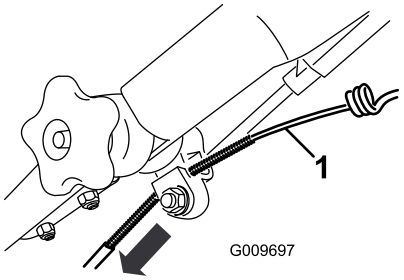

Figuur 43
3. Trek de kabelmantel naar beneden tot de speling in de blootgelegde kabel weg is (Figuur 43).